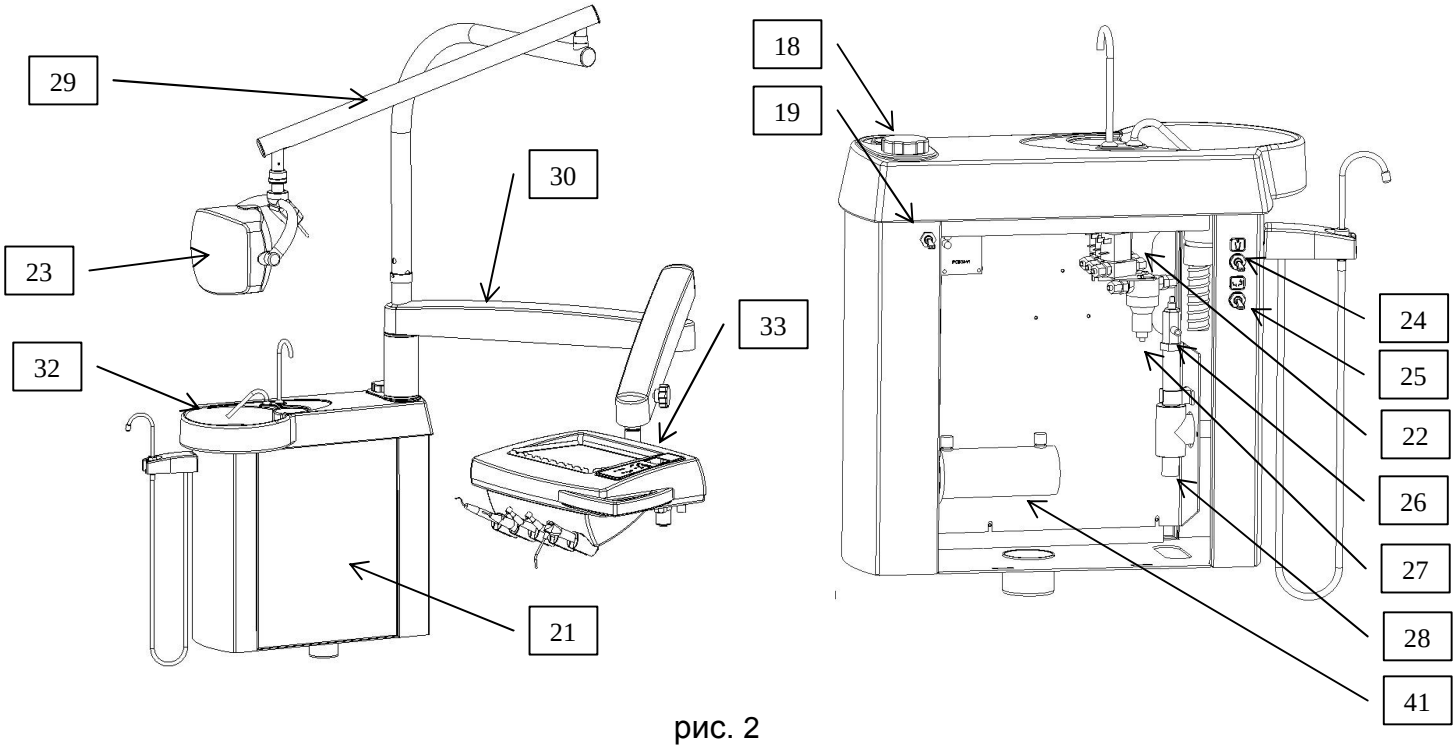

рис. 2
С левой стороны верхней крышки (3) находится несущее плечо СУ (20) (рис. 2). На этом плече смонтирована основа СУ (21). Через заднюю дверку есть возможность доступа к:
- **электрическая часть** включает в себя разъемы для подсоединения кабелей, электрический клапан эжектора (22), разъемы для подсоединения галогенового светильника (23).
- **гидравлическая часть** состоит из: клапана наполнения стакана (24), клапана смыва мисы плевательницы (25), электромагнитного клапана эжектора (26) слюноотсасывателя, регулятора давления автономной воды (27), водонагреватель.
- **слив воды** состоит из сифона (28), в который попадает вода из мисы плевательницы и эжектора.